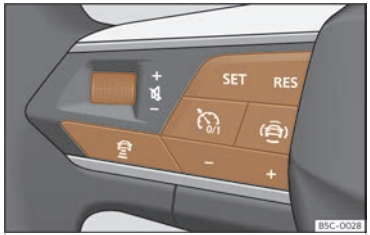

Abb. 111 Am Multifunktionslenkrad: Tasten zur ACC-Bedienung.
- Taste am Multifunktionslenkrad drücken ››› **(Abb. 111)**.
- Taste **SET** drücken, um die Regelung zu starten ››› **(Abb. 111)**.
Um die Geschwindigkeit zu programmieren, drücken Sie die Tasten + oder – ››› **(Abb. 111)** bis zur gewünschten Geschwindigkeit. Die Einstellung der Geschwindigkeit erfolgt in Schritten von 10 km/h (5 mph).
- Taste und dann Taste + oder – ››› **(Abb. 111)** drücken.
- Taste ››› **(Abb. 111)** kurz drücken oder Bremspedal treten.